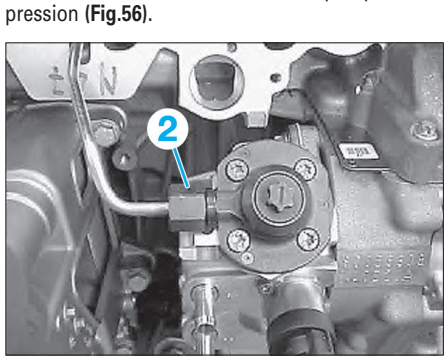

Fig. 56
• Défaire l'écrou-raccord (2) de la pompe haute pression **(Fig.56)**.